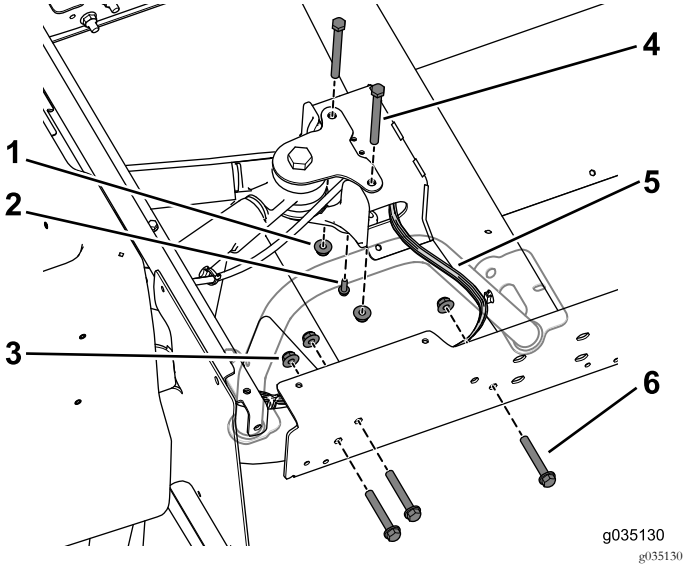

Рисунок 67
7. Выверните болты и фланцевые гайки, которые крепят опору поворотного рычага к центральному швеллеру (Рисунок 67).